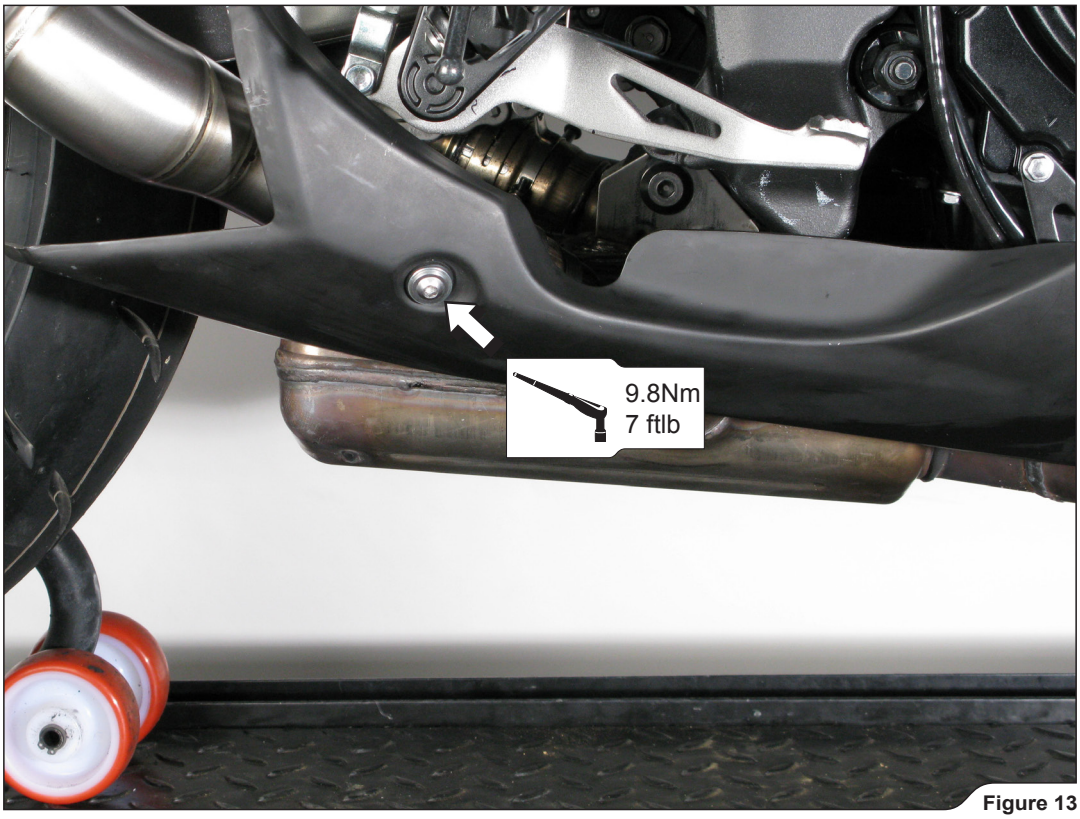

Figure 13
6. Install the stock heatshield back on the right side of the motorcycle, using stock bolt and washer **(Figure 13).**